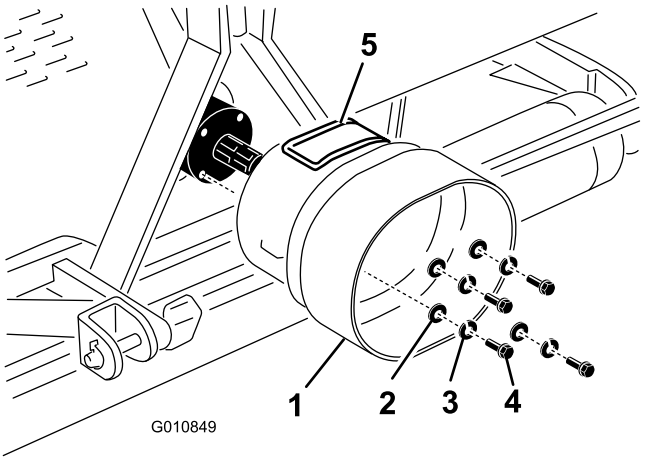

Figur 19
1. Ta bort de 4 bultarna, låsbrickorna och planbrickorna som är fästa på baksidan av luftarens växellåda (Figur 19).
2. Montera kraftuttagsskyddet på luftarens växellåda med fästelementen som du tog bort tidigare (Figur 19). När du monterar kraftuttagsskyddet ska du se till att åtkomstpanelen (Figur 19) är placerad upptill eller på sidan beroende på luftarens ramkonfiguration.
Obs: Du kan öppna åtkomstpanelen (Figur 19) så blir det lättare att ta bort och sätta dit fästelementen för kraftuttagsaxeln.